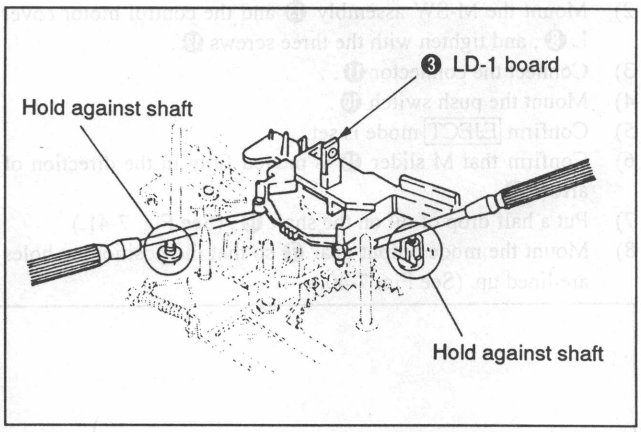

Fig. 7-38.
1. Removal (See Figs. 7-38. and 7-39.)
2) Remove stopper washer ❶ and remove the driving gear B assembly ❷.
3) Remove the LD-1 board ❸. (See Fig. 7-38.)
5) Remove the tension spring ❹ and remove B release arm ❺.
7) Remove stopper washer ❻ and remove the mode output gear ❼.
8) Remove the two claws ❾ of the control motor cover L ❽, and remove the push switch ❿.
10) Remove three screws ⓬, and remove the control motor cover L ❽ and the M-SW assembly ⓭.
5) Perform 7-3-15. 1. Removal, 1) to 5). (See Figs. 7-38. and 7-39.)